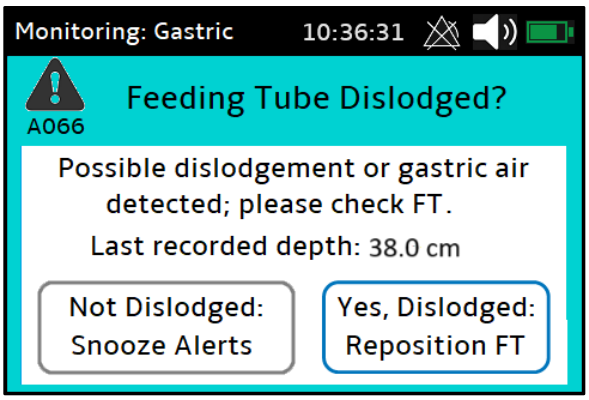
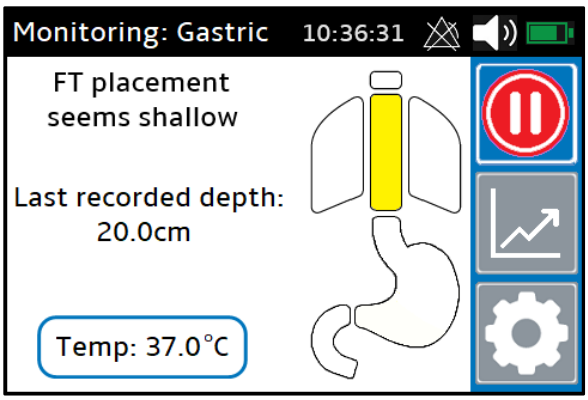

Figure 21: Minor Dislodgement Alarm
Figure 23: Minor Dislodgement Message
- Minor Dislodgement Alarm (Gastric Mode only, Figure 21): Monitor observes moderately high impedances suggestive of esophageal tissue contact at the tip of the feeding tube. These high impedances can also be caused by shallow gastric feeding tube placement and/or intermittent gastric air buildup during fasting periods; therefore, the user should visually inspect the feeding tube to confirm whether the feeding tube has moved from the last recorded depth. If the feeding tube appears to be positioned correctly, the user can choose the "Clear Notification" option and snooze further Minor Dislodgement notifications for 1 hour. Otherwise, if the feeding tube has retracted from the last known depth, the user should choose, "Yes, Dislodged"; the monitor will then instruct the user to insert back to the correct depth and conduct a Stomach Check to re-verify placement. If Minor Dislodgement alerts are disabled by the user, a shallow placement message is shown in the Placement screen instead (Figure 23).